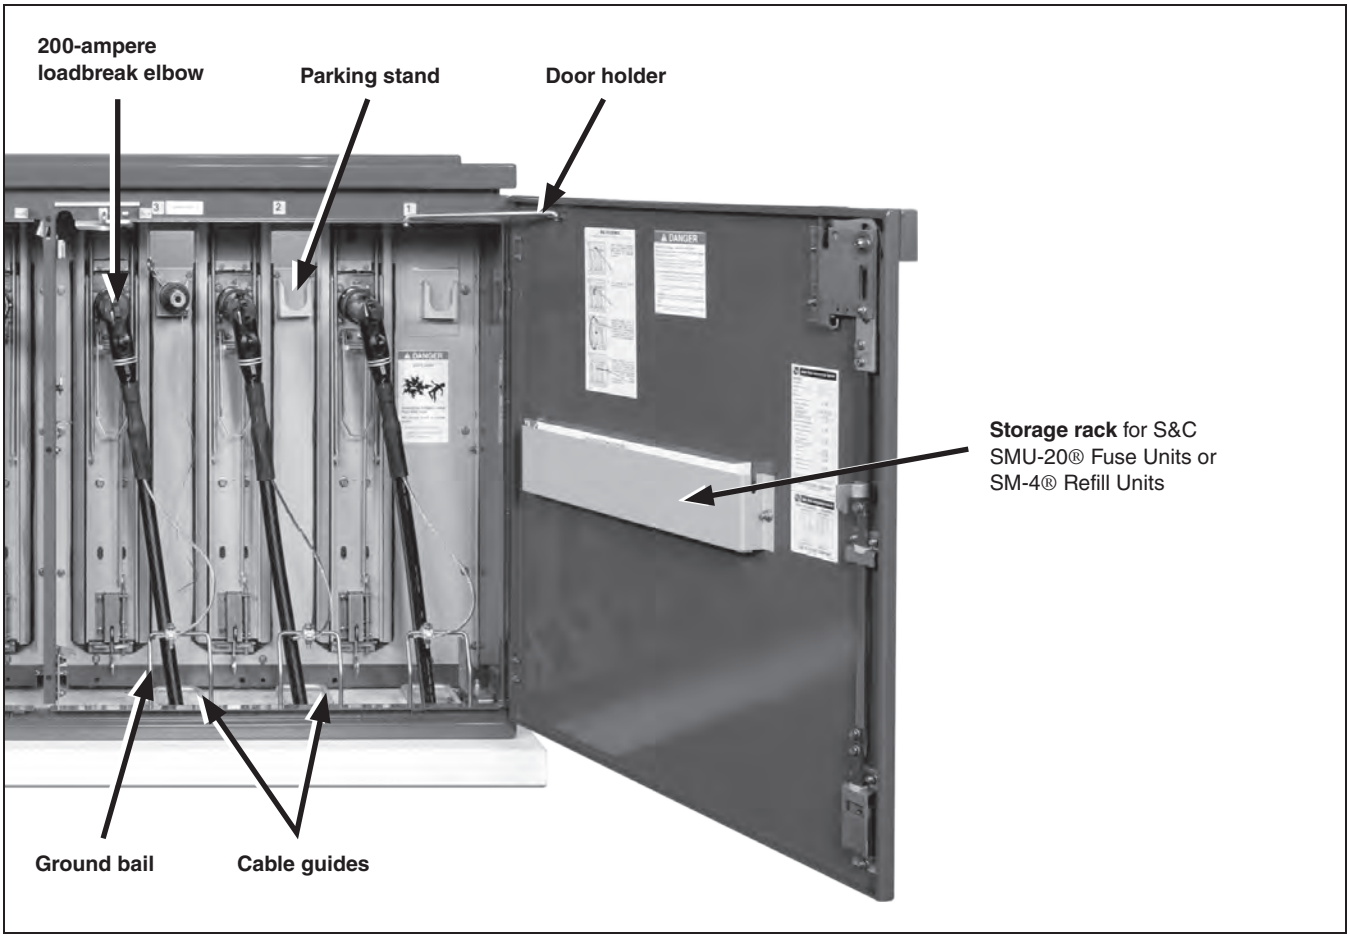

Figure 8. Termination compartment for fuses with elbows installed on 200-ampere inserts in the bushing wells.
STEP 1. Open the appropriate fuse termination-compartment door and secure it with the door holder. See Figure 8. On double-door models, the adjacent door should be closed and latched to minimize exposure.